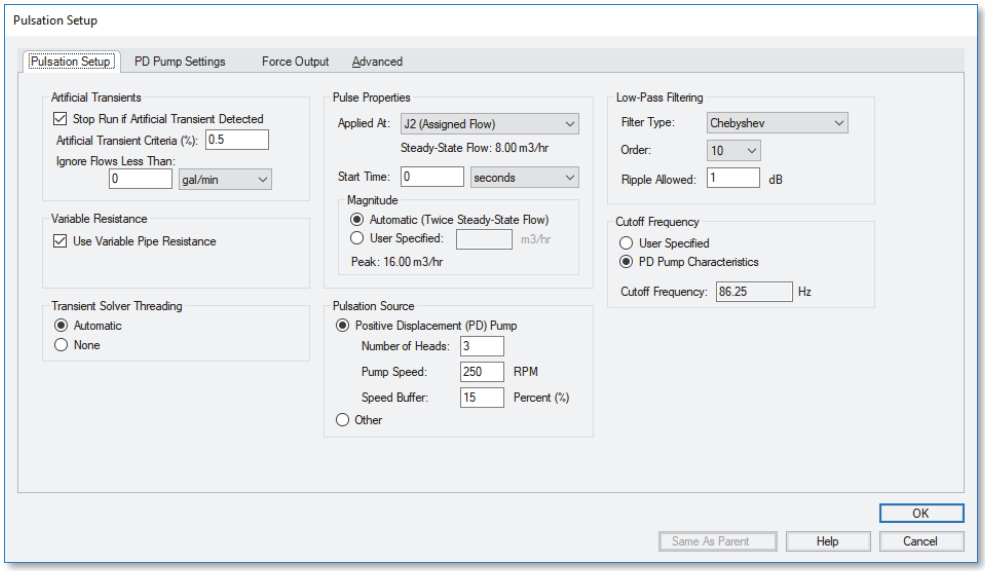

Figure 6.10 Pulsation Setup window with input
1. Define the Pulse Properties on the Pulsation Setup tab (see Figure 6.10 for all input on the Pulsation Setup tab in the Pulsation Setup window)
a. Select Positive Displacement (PD) Pump